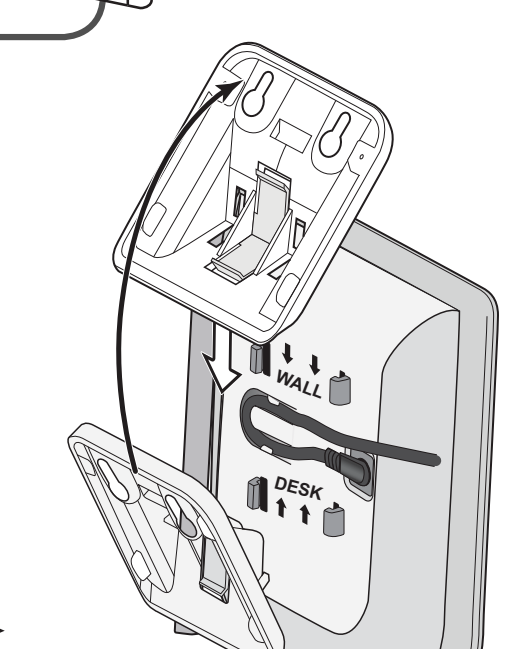

Figure 2
- Put the cradle feet as shown in figure 2 on the repeater bottom: